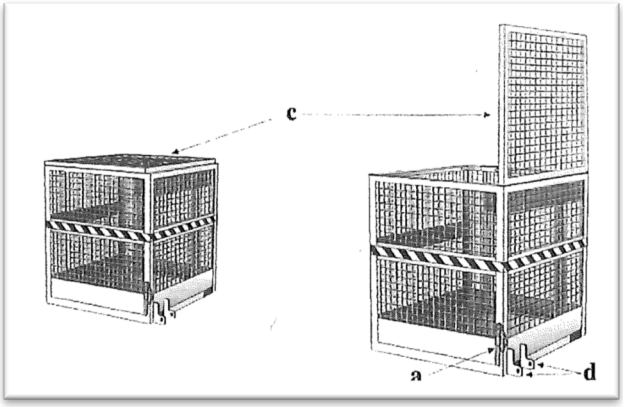
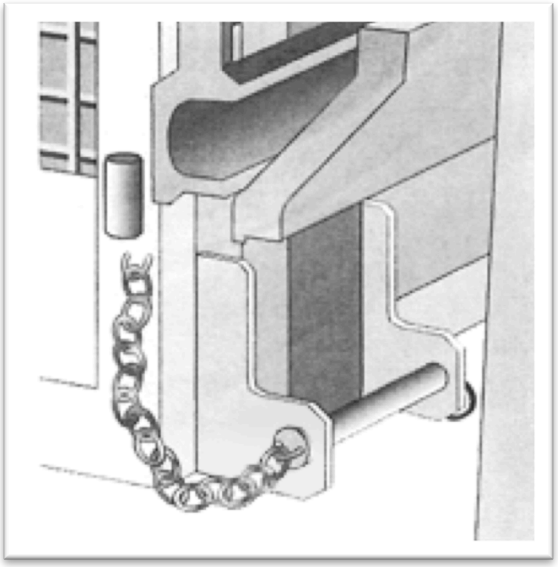

Figura 1
Figura 6
1. sollevare il coperchio di protezione posto nella parte superiore della piattaforma, accompagnare il coperchio durante la fase di apertura servoassistita portandolo in posizione verticale. (figura 1);
1. accertarsi che la rete di protezione sia sollevata e assicurata con le viti in dotazione (figura 1) e che il perno di ancoraggio alle forche del carrello elevatore sia correttamente applicato (figura 6);